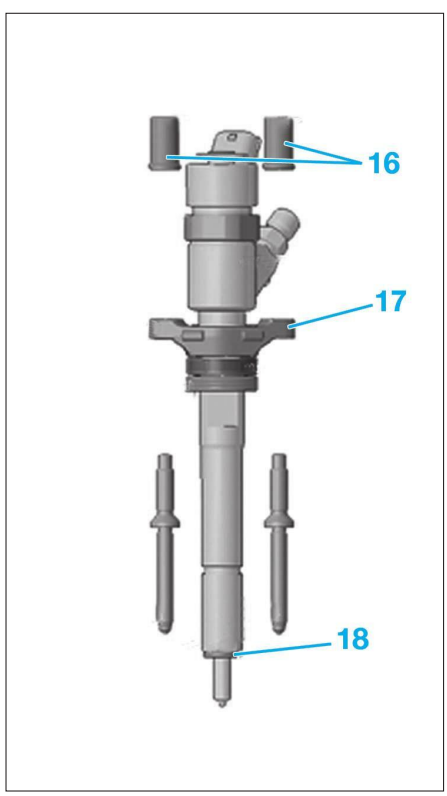

**Fig. 46**
- les fixations (16) des brides (17) d'injecteurs **(Fig.46)**,
- le joint de cuivre d'étanchéité (18).